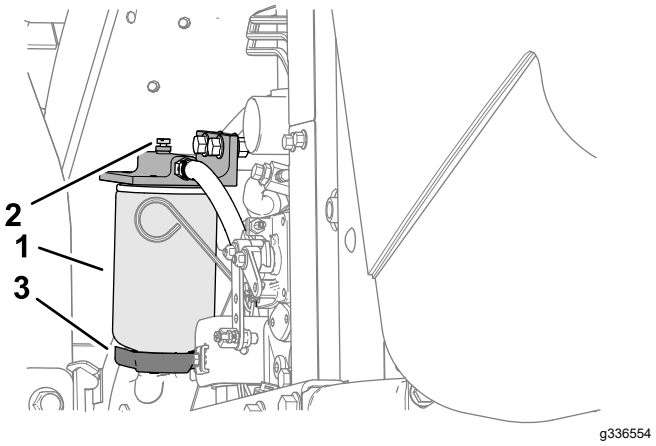

Figuur 66
4. Draai de aftapplug onder de filterbus los (Figuur 66).
3. Reinig de omgeving van de plaats waar de filterbus wordt gemonteerd (Figuur 66).